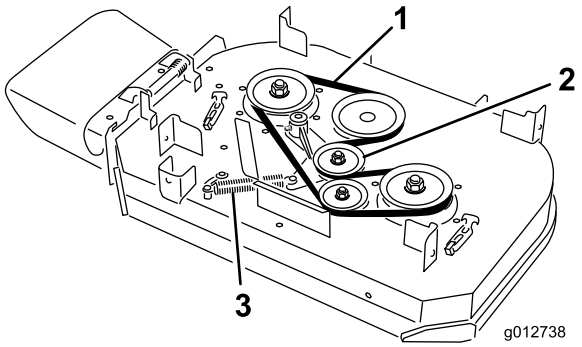

Bild 63
4. Entfernen Sie die Feder vom Ankerpfosten am Spannscheibenarm (Bild 63).
5. Nehmen Sie den verschlissenen Mähwerkriemen ab (Bild 63).
6. Verlegen Sie einen neuen Mähwerkriemen um die Kupplungsscheibe, die Riemenscheiben des Mähwerks und Spannscheibe (Bild 63).
7. Setzen Sie die Feder auf den Ankerpfosten am Spannscheibenarm ein (Bild 63).
6. Verlegen Sie einen neuen Mähwerkriemen um die Riemenscheiben des Mähwerks und die Spannscheibe (Bild 63).
5. Entfernen Sie die Feder vom Ankerpfosten am Spannscheibenarm (Bild 63).
6. Nehmen Sie den verschlissenen Mähwerkriemen ab (Bild 63).
7. Verlegen Sie einen neuen Mähwerkriemen um die die Riemenscheiben des Mähwerks, die Kupplungsscheibe und Spannscheibe (Bild 63).
8. Setzen Sie die Feder auf den Ankerpfosten auf (Bild 63).